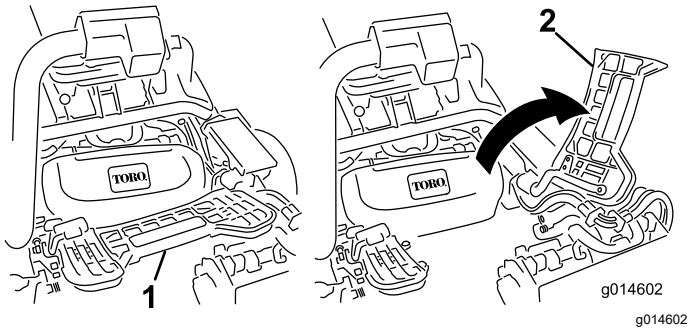

Figur 51
2. Hæv fodstøtten og vip den åben, så du får adgang til den midterste klippeenheds position (Figur 51).